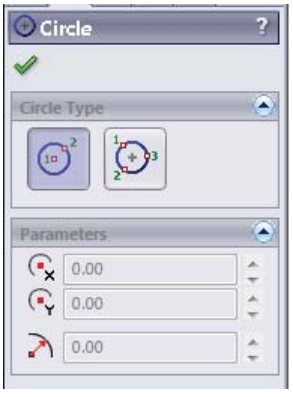

*Figure 2-8 The **Circle PropertyManager***
4. In the **Sketch CommandManager**, choose the **Circle** button; the **Circle PropertyManager** is displayed on the left in the drawing area, as shown in Figure 2-8. Also, the cursor is replaced by the circle cursor.